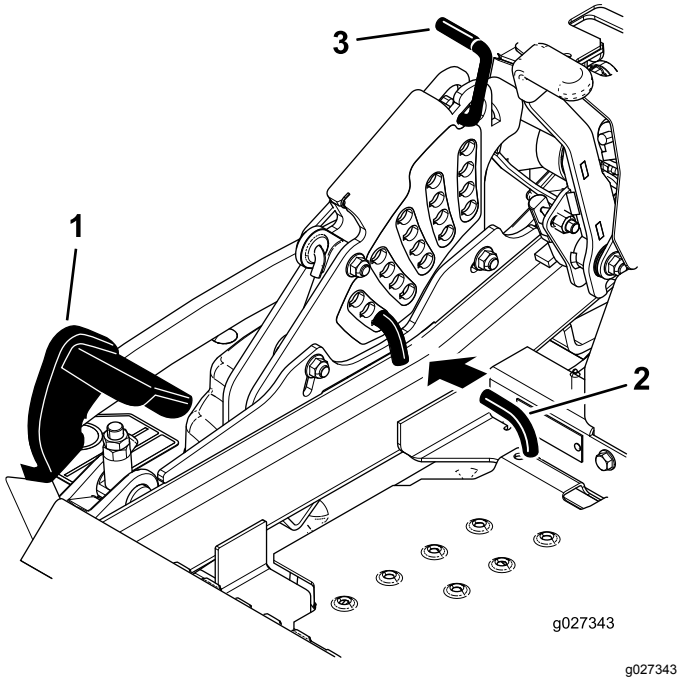

Figur 30
2. Tryck på däcklyftpedalen med foten och höj klippdäcket till transportläget (även klipphöjdsläget på 140 mm) enligt Figur 30.
3. Justera inställningen genom att rotera sprinten 90 grader och ta bort den från klipphöjdsfästet (Figur 30).
4. Sätt i sprinten i det hål i klipphöjdsfästet som passar för den önskade klipphöjden (Figur 30).